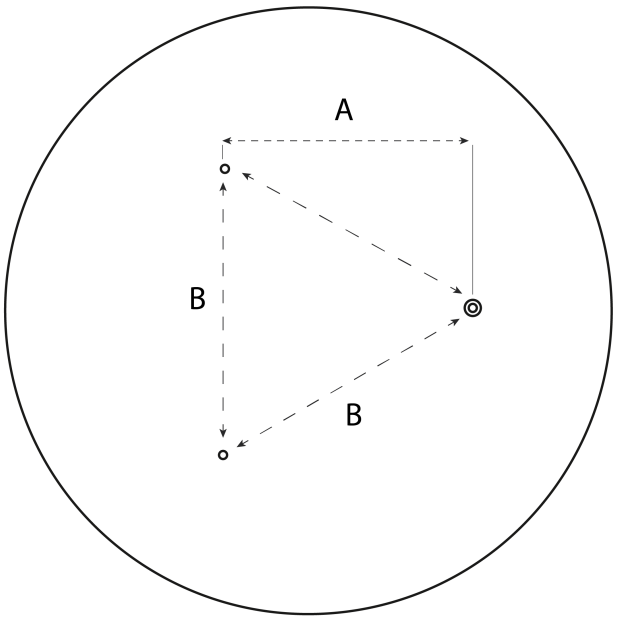

Рис.2
4. Схема расположения подвесов показана на рис.2.